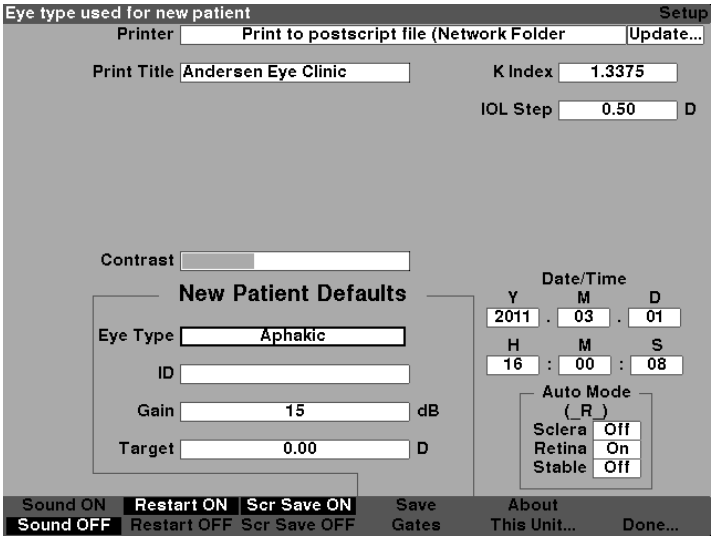

Figure 5-44 Default Eye Type Changed
4. Press the knob or the √ button, to save the selected Default Eye Type and to deactivate the field as shown in figure 5-44.